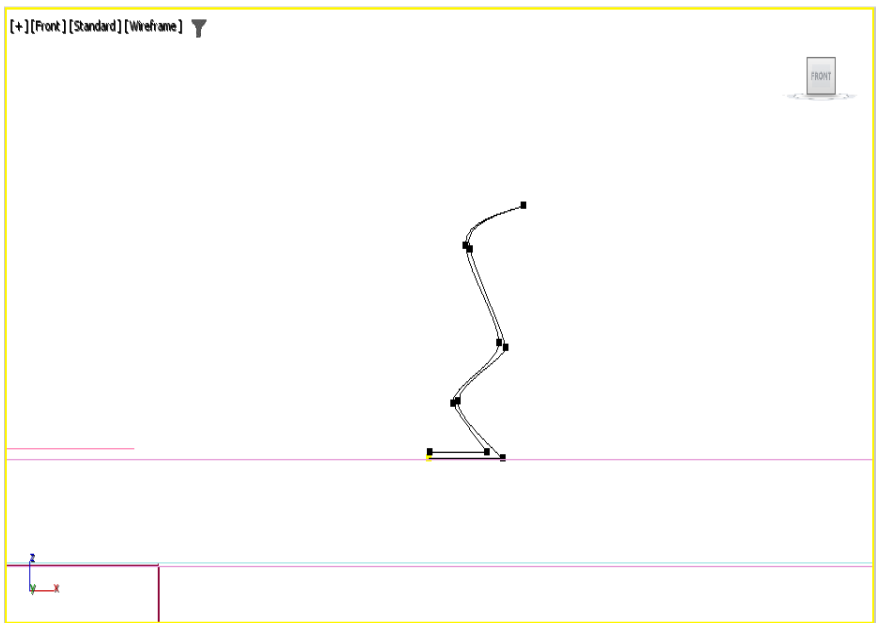

Figure 5-14 *The curve edited by moving the bezier handles of the vertices*
13. Similarly, change the curvature of the other vertices and move some of them to get the shape of *Jug* similar to the one shown in Figure 5-14. You can move a vertex by directly clicking on it.